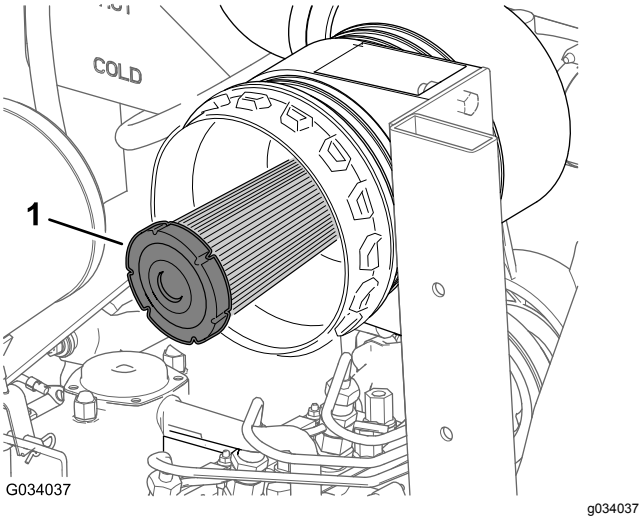

Figur 44
2. Kontroller luftfilterets sikkerhedsfilter for støv og snavs (Figur 44).
Vigtigt: **Forsøg aldrig at rense sikkerhedsfilteret (Figur 44). Udskift sikkerhedsfilteret efter hvert tredje primærfiltereftersyn.**